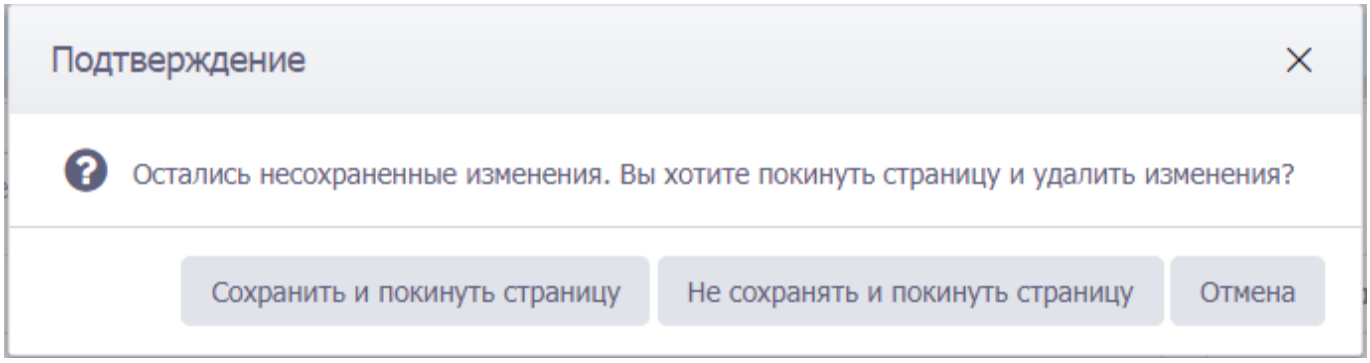

Рис. 2.4
- Автоматическое сохранение при переходе между вкладками. Если переключатель установлен на , то при переходе на другую вкладку будет появляться окно подтверждения сохранения данных (рис. 2.4). Если переключатель установлен на , изменения будут сохраняться автоматически без подтверждения.